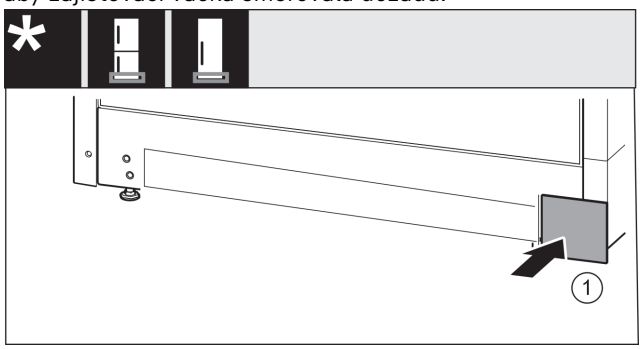

*Fig. 18*
▶ Kryt *Fig. 18 (1)* opět nasaďte na druhé straně.